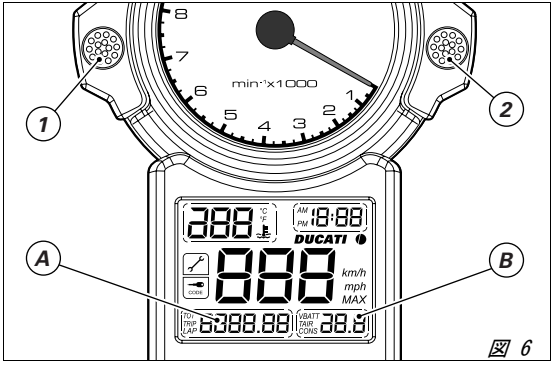

*図 6*
*(1、図 6) キーを ON にしてボタン (1) を押すと、トリップメーター、オドメーター、ラップタイムインジケーターが順に表示されます。*
*キーを ON にしてボタン (2、図 6) を押すと、バッテリー電圧インジケーター、外気温インジケーター、燃量インジケーターが順に表示されます。*